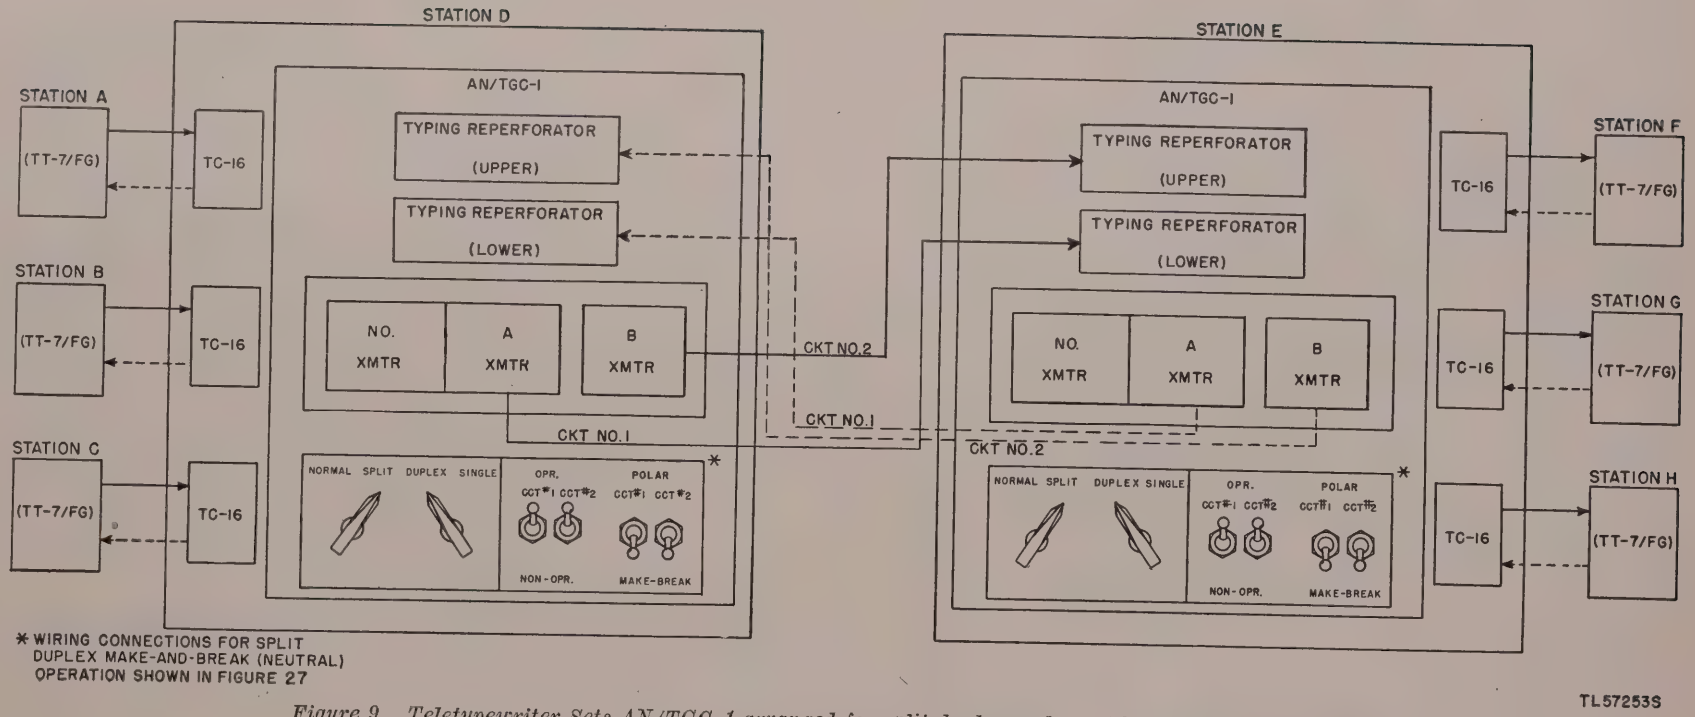

Figure 9. Teletypewriter Sets AN/TGC–1 arranged for split duplex make-and-break (neutral) operation.
10. Application for Split Duplex Make-and-Break (Neutral) Operation (fig. 9)
b. Application of Teletypewriter Sets AN/TGC–1 using split duplex make-and-break (neutral) operation is shown in figure 9. Distant stations A, B, and C transmit to a tape-relay or comcenter, such as station D, where the messages are received on Teletypewriter Sets TC–16 or similar teletypewriter equipment. The messages are retransmitted by the AN/TGC–1 over four external neutral circuits and are received by an AN/TGC–1 at a tape-relay or comcenter, such as station E, and retransmitted by Teletypewriter Sets TC–16 to distant stations F, G, and H. With wiring connections as shown in figure 25, transmission from the A transmitter (circuit No. 1) will be received on the lower typing reperforator, and transmission from the B transmitter (circuit No. 2) will be received on the upper typing reperforator. Both transmitters at station E may be transmitting to station D at the same time that both transmitters at station D are transmitting to station E. With AN/TGC–1 and AN/TGC–1A arranged for split duplex operation, no monitor copy of outgoing transmission is furnished. If a monitor copy is desired for any circuit, a model 15 teletypewriter may be used to provide such a copy, with connection to the circuit made through the monitor jack box, as described in paragraph 32.